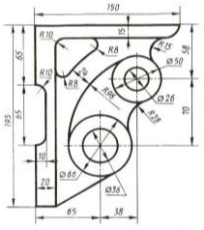

Рисунок 5 Контур детали «крышка»
12. Построить контур детали «кронштейн» (рисунок 5) применяя правила построения сопряжения. Нанести размеры (вспомогательные линии построения сохранить на чертеже).